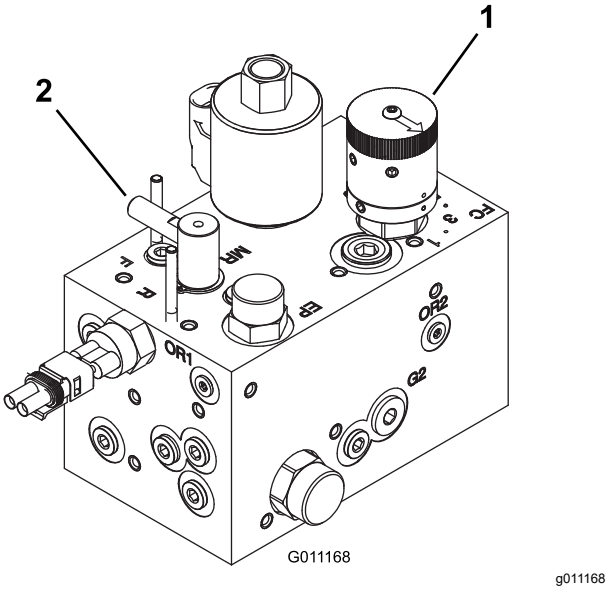

**Figur 39**
3. Vri kontrollknotten for spolehastigheten (Figur 39) til det spolehastighetsnummeret du fant i trinn 1.